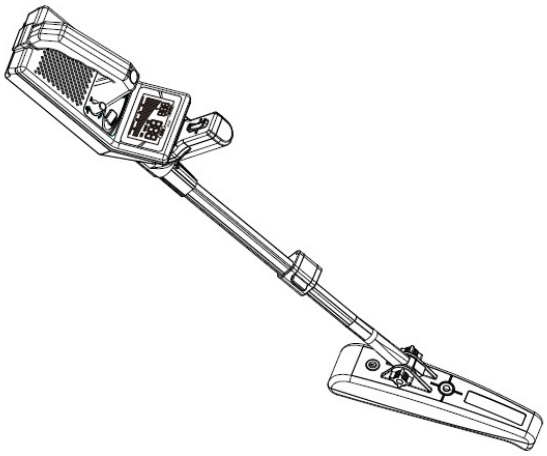

Figure 13
4. Desserrez le manchon de blocage de la canne supérieure et ajustez la longueur de la canne inférieure insérée dans la canne supérieure. Réglez ainsi la longueur totale pour travailler confortablement, le bras tendu (voir figure 13). Resserrez ensuite le manchon de blocage.